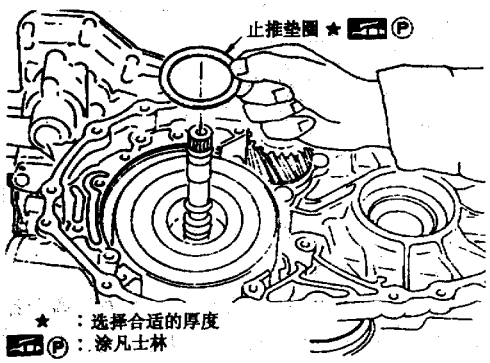

图 9－14－76
(7) 如图 9－14－78 所示，按规定力矩紧固油泵固定螺栓。
(8) 把 O 形圈装到输入轴上。
(9) 调整制动带。
①按规定力矩（3.9～5.9N·m）紧固锚头销。
②锚头销退回 2.5 圈。